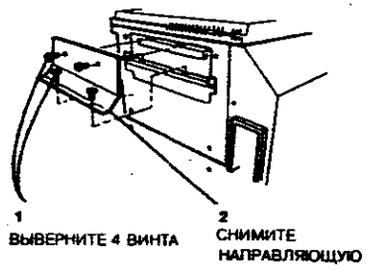

**Рисунок 2. Снятие крышки внутренней направляющей транспортера**
2. (Рисунок 2) При необходимости снимите крышку внутренней направляющей транспортера.